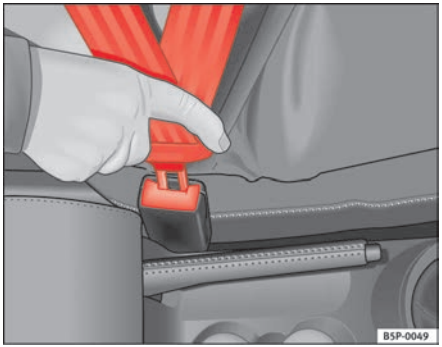

Fig. 12 Belt buckle and latch plate of seat belt
– Insert the latch plate into the buckle for the appropriate seat and push it down until it is securely locked with an audible click ⇒ page 23, fig. 12.